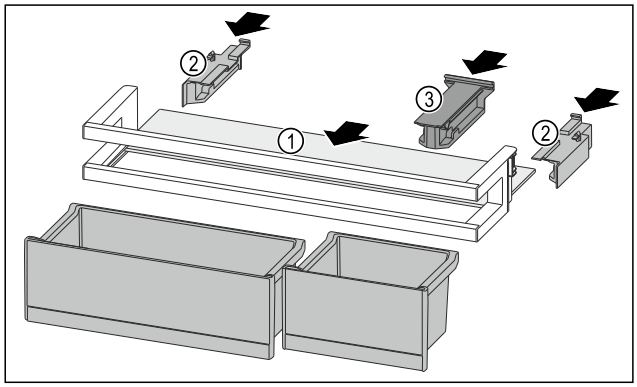

Fig. 140
- ▶ Împingeți în interior raftul *Fig. 140 (1)* în degajările laterale.
- ▶ Introduceți piesele laterale *Fig. 140 (2)*.
- ▶ Introduceți piesa de susținere *Fig. 140 (3)*.